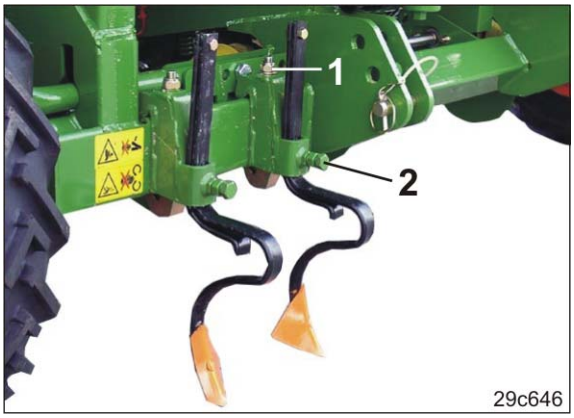

Fig. 133
- horizontal: Mutter (Fig. 133/1) lösen
- vertikal: Schraube (Fig. 133/2) lösen.